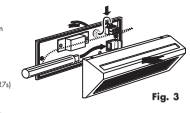

Fig. 3
- Eseguire le connessioni di rete tramite i morsetti interni. Il conduttore giallo/verde deve essere collegato al morsetto contrassegnato dal simbolo ⏚ **(fig. 3)**.
- Make the network connections by means of the terminals inside the fitting. The yellow/green conductor must be connected to the earth marked by the symbol ⏚ **(fig.3)**.
- Faire les connexions réseau par les bornes internes. Le conducteur jaune/vert doit être connecté à la terre marquée par le symbole ⏚ **(fig.3)**.
- Die Netzanschlüsse durch Anschließen an die innenliegenden Lüsterklemmen herstellen. Der Gelb/grüne leiter muß an die mit dem Symbol ⏚ gekennzeichnet Ende angeschlossen werden **(Abb.3)**.
- Efectuar las conexiones de red en los bornes interiores. El conductor amarillo/verde se debe conectar a la tierra, cuyo borne está marcado con el símbolo ⏚ **(fig. 3)**.